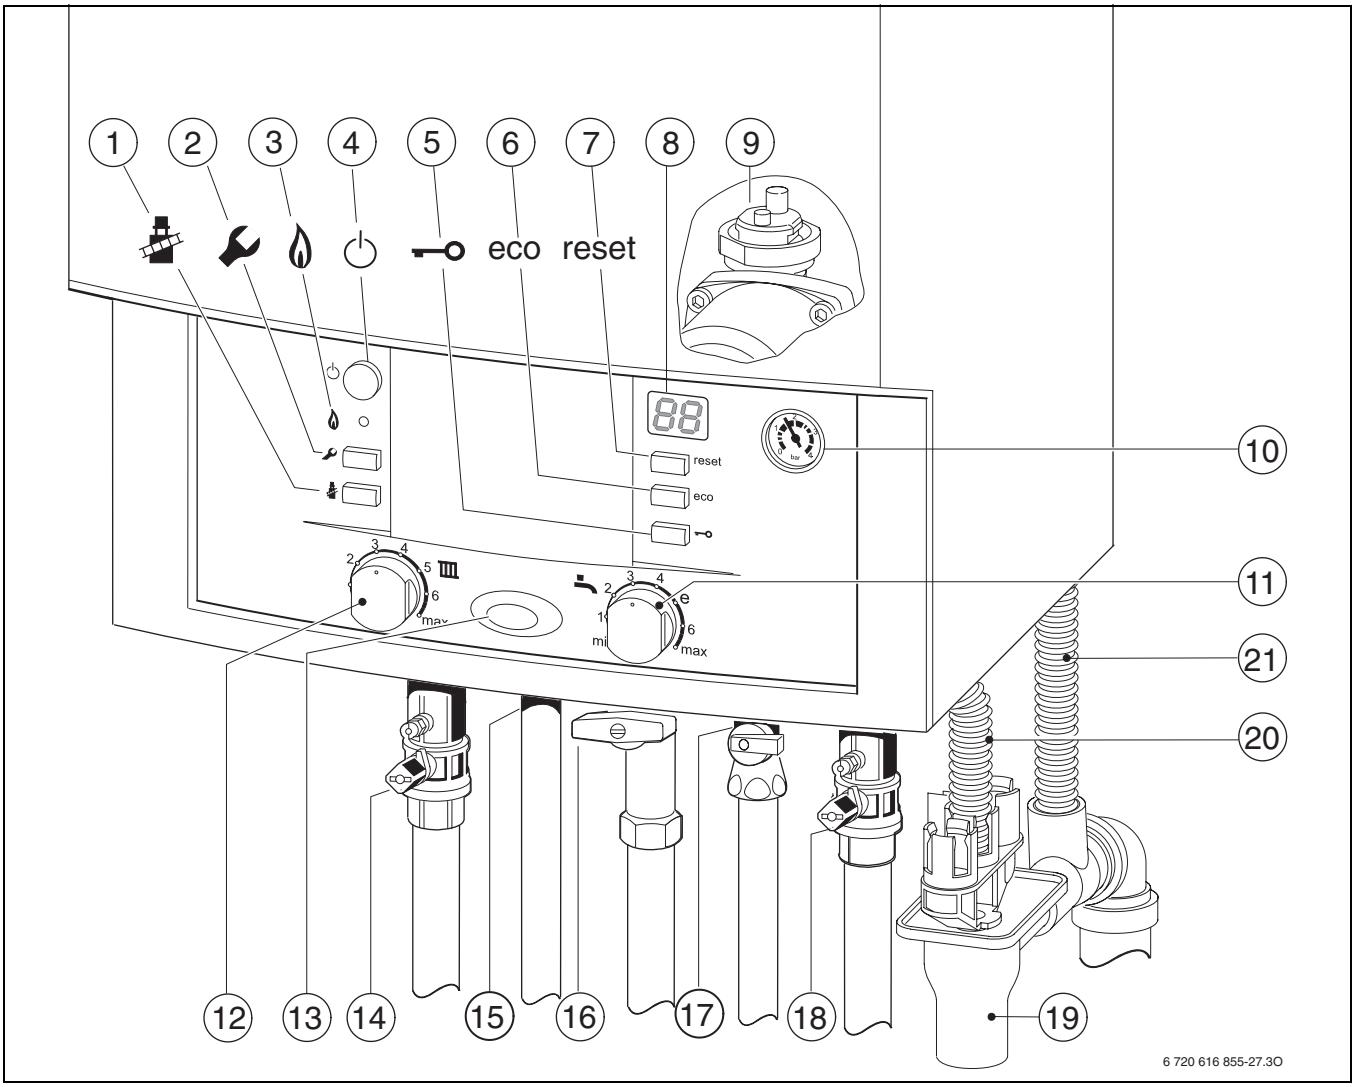

Рис. 39
- ▶ Відкрити кран лінії подачі та кран зворотної лінії опалення (14 та 18, Рис. 39) та заповнити опалювальну установку до тиску 1 -2 бар, потім закрити наповнюючий кран.
- ▶ Відкрити газовий кран (16).